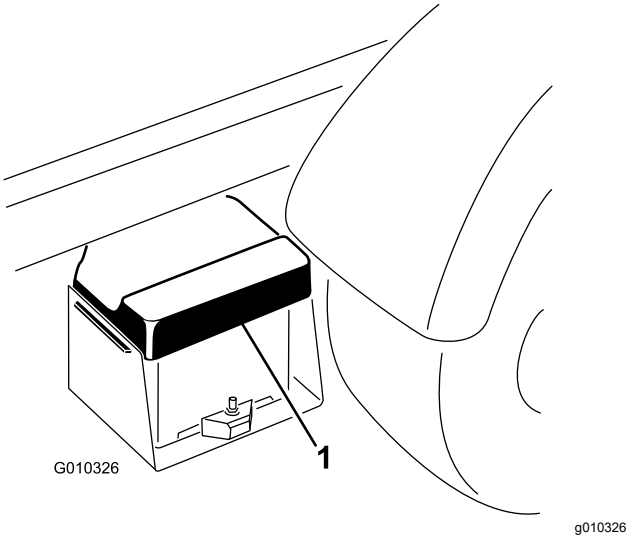

Figur 50
1. Kläm ihop batterikåpan för att frigöra flikarna från batterilådan, och ta bort batterikåpan från batterilådan (Figur 50).